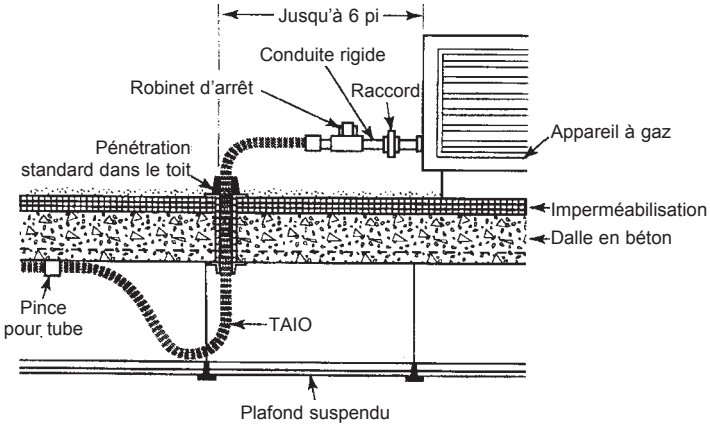

Figure : 4-16 Connexion extérieure courte (1 à 6 pi) à des appareils fixés sur toiture.
2. Il est inutile de prévoir une protection mécanique de la canalisation pour une connexion aux appareils fixés sur toiture. Les pénétrations se situeront à 6 pi des équipements qui doivent être connectés comme illustré dans Figure : 4-16 Les longs tronçons de canalisation doivent être supportés avec des blocs non métalliques aux distances indiquées dans le Tableau : 4-2, et être maintenues au-dessus de la surface du toit à une distance déterminée par le code local et la pratique de l'industrie.